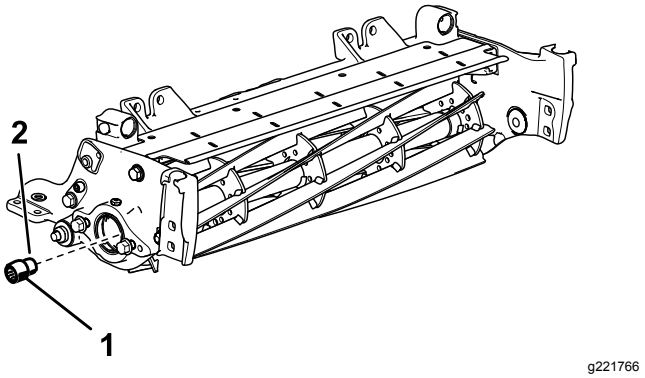

**Figur 4**
3. Ta bort den räfflade insatsen från båda ändarna av cylinderaxeln med hjälp av verktyget för cylinderdrivningsaxeln (artikelnummer TOR4112 för 12,7-centimeterscylindern och artikelnummer TOR4074 för 17,8-centimeterscylindern). Se Figur 4.